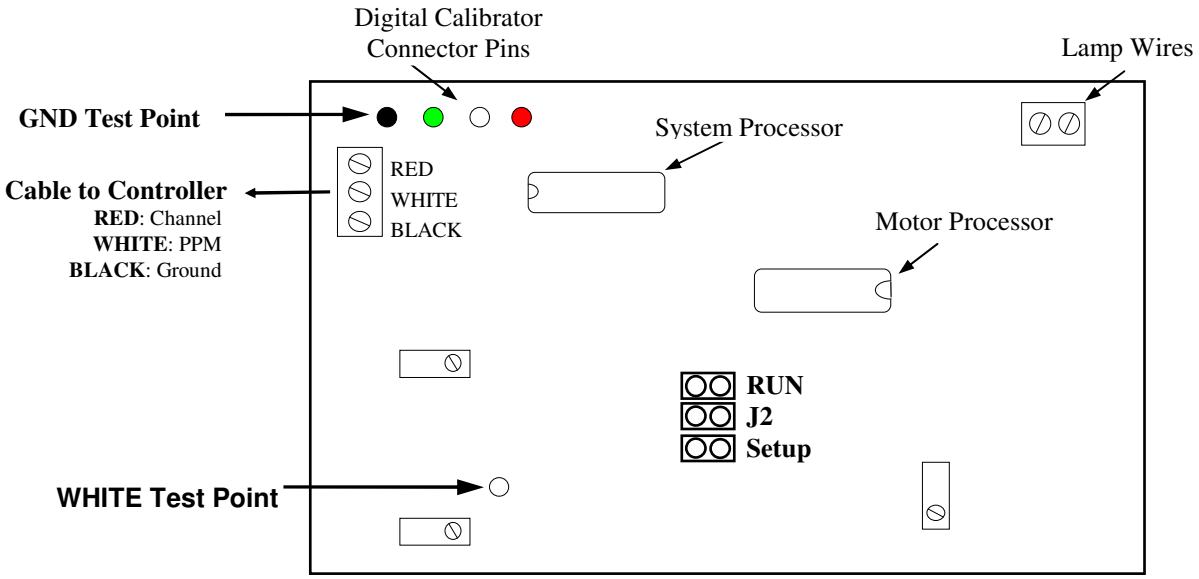

Figure 3 - IR Module Lower Circuit Board
1. Open cover on Haloguard IR Remote Sensor Module. Move Jumper from RUN to SETUP (See Figure 3). **Wait approximately 1 minute before proceeding.**
Refer to Figure 3 - IR Remote Sensor Module Lower Circuit Board for measurement locations.
4. SAMPLE PORT (CHANNEL) Output - **Table 4** represents the CHANNEL No. (SAMPLE PORT) output from the Haloguard IR Remote Sensor Module. This value indicates the current sample point being measured and changes as each sample port valve changes. A LED light on the valve itself indicates the port currently being sampled. The IR Sensor Module samples gas from each port for approximately 2 minutes before sequencing to the next port. This means that for a 4-port scanner system it takes approximately 8 minutes to measure all ports and for an 8-port scanner system it will take approximately 16 minutes to measure all ports. When the wires are not terminated, the exact current output (I_{OUT}) may be measured between the **RED** wire and **BLACK** wire on the terminal block shown in *Figure 3*. **Table 4** also shows the voltage that results when the CHANNEL signal wire is terminated with a 250Ω resistor ($V_{TERMINATED}$).
There are 3 jumper positions on the Haloguard IR Remote Sensor Module as shown in *Figure 3 - IR Sensor Module Lower Circuit Board*. The standard unit will have 1 red jumper clip (shunt) shipped in the **RUN** position. The jumper operating modes are shown in the table below: